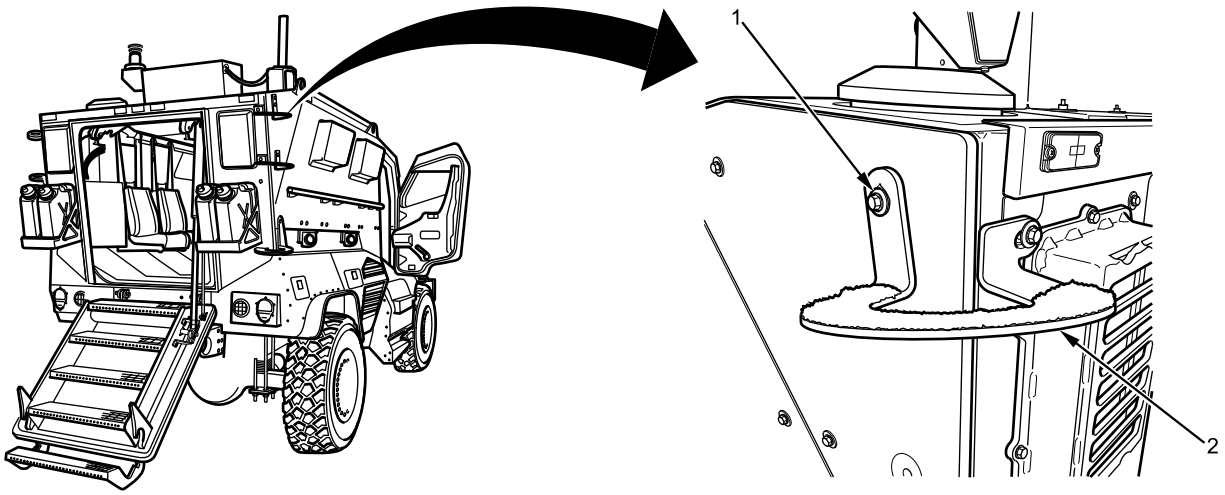

Figure 1. Upper Ladder Step.
1. Remove two bolts (Figure 1, Item 1) and washers from upper ladder step (Figure 1, Item 2).
2. Remove upper ladder step (Figure 1, Item 2) from vehicle.